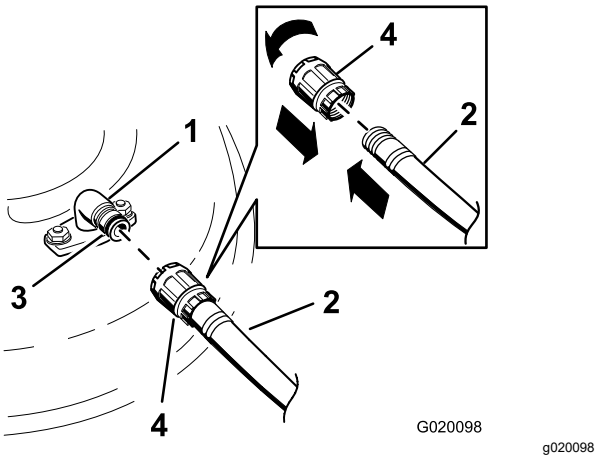

Figuur 75
3. Bevestig de slangkoppeling aan de wasaansluiting van de maaimachine en draai de waterkraan helemaal open (Figuur 75).